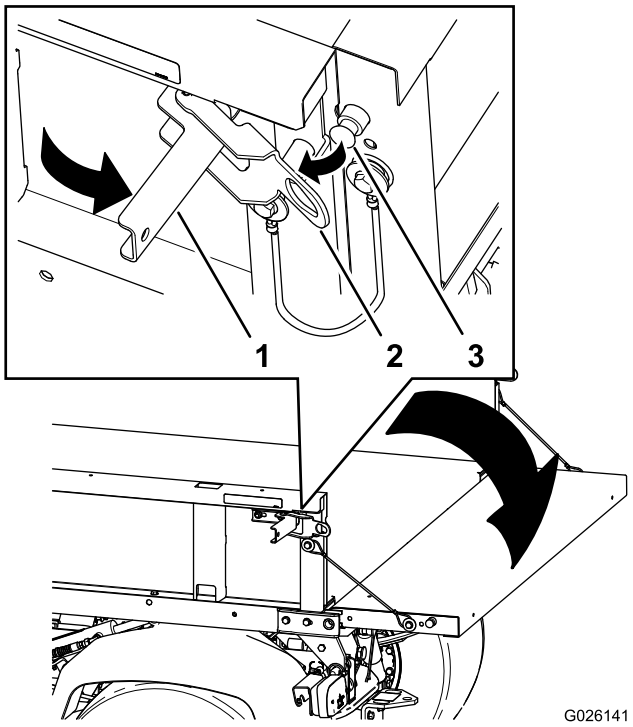

Figur 13
2. Åbn låsene på ladets højre og venstre side, og sænk bagklappen (Figur 13).